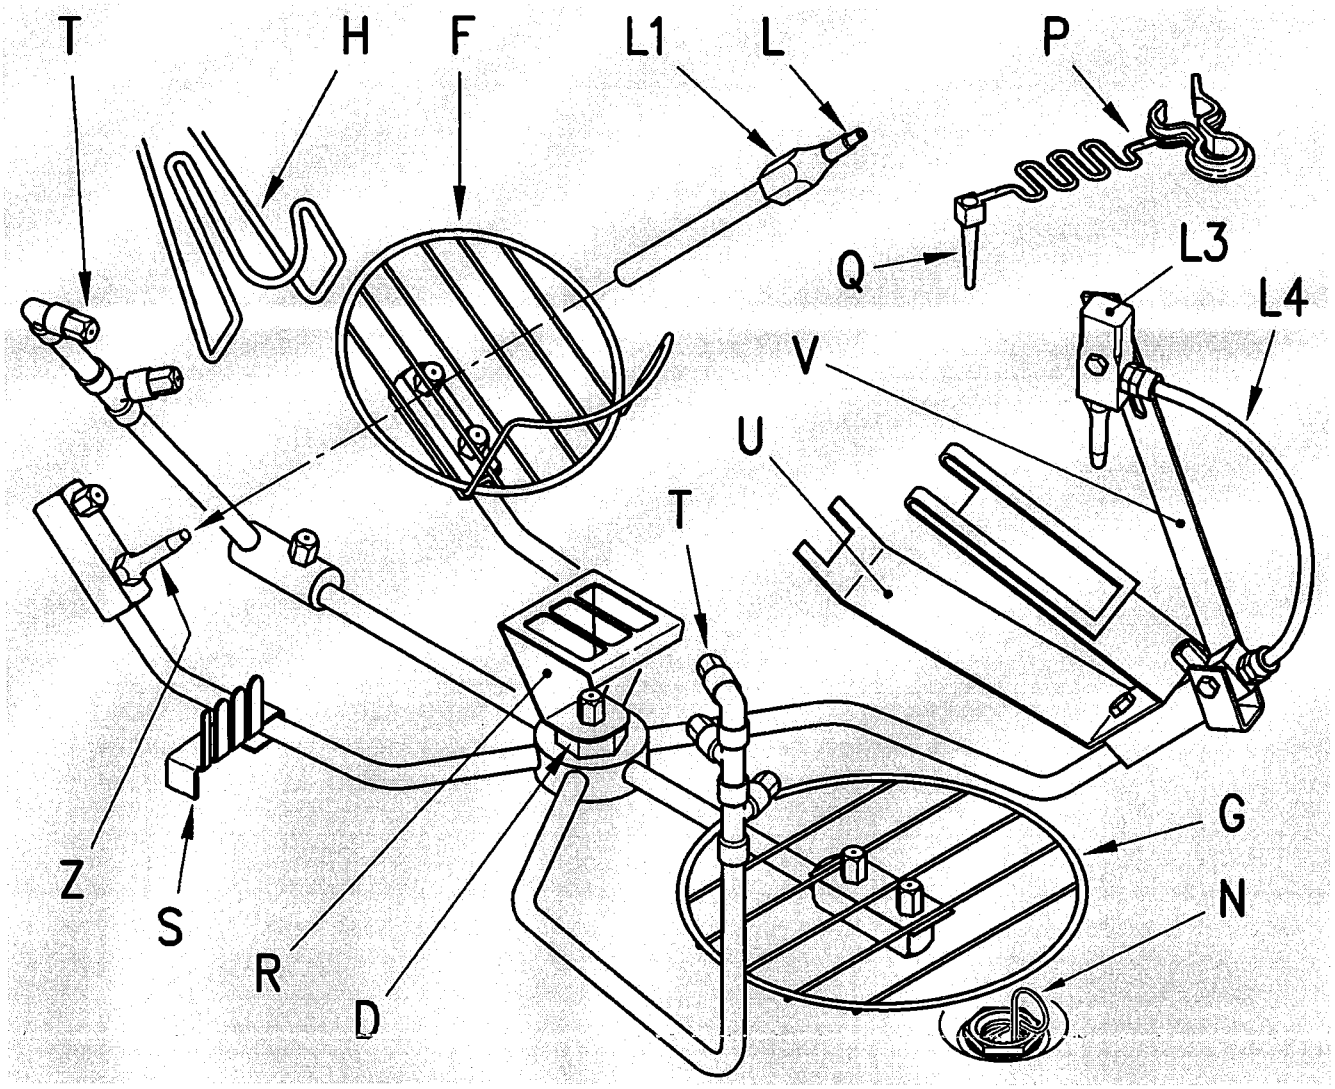

**Figure 3**
## 7.8 LAVAGE DES ACCESSOIRES, ZONE B. (Cf. fig.3 - 3A - 3B - 3C).
- **Il est conseillé**, lorsque les pièces ne sont pas lavées correctement, de contrôler et d'éventuellement nettoyer les buses qui se trouvent à l'intérieur de la machine (voir fig.3).